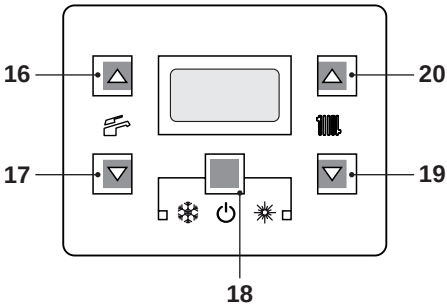

Figura 6.6
- Tenere premuto per 2 secondi il tasto 18 fino a far apparire sul display entrambe i simboli e Figura 6.6.
- Spegnere la caldaia tenendo premuto per 2 secondi il tasto 18 (Figura 6.6)fino a far apparire sul display LCD il simbolo (Figura 6.5).